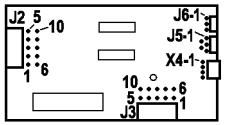

Рисунок 4 PWB управления лотка
- Подсоедините красный щуп мультиметра к J3-3 PWB управления лотка 1 (Рисунок 4).
Подсоедините красный щуп мультиметра к J2-3 PWB управления лотка 2 (Рисунок 4). **Напряжение равно +5 В.**